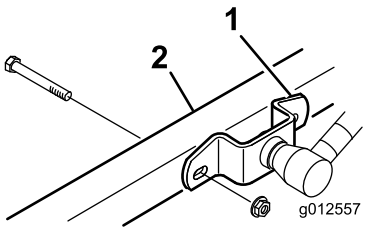

Figuur 2
3. Laat het maaidek zakken en verwijder de 4 bouten en moeren waarmee de beugels van de hefarmen bevestigd zijn aan de zwenkarmen (Figuur 2).